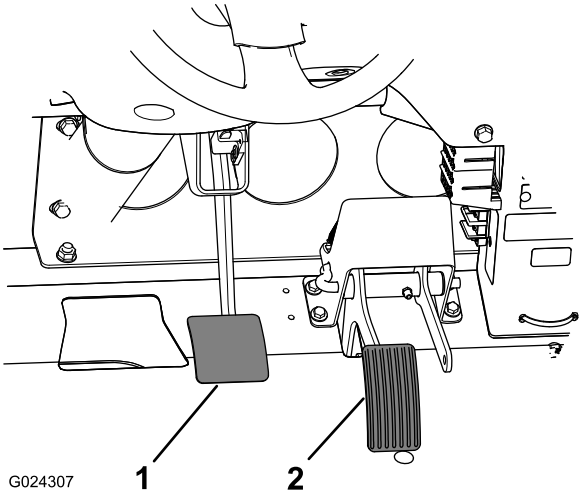

Rysunek 65
2. Unieś pedał hamulca (Rysunek 65) aż dotknie ramy.
3. Odkręć przeciwnakrętki mocujące jarzmo do głównego wału siłownika (Rysunek 65).